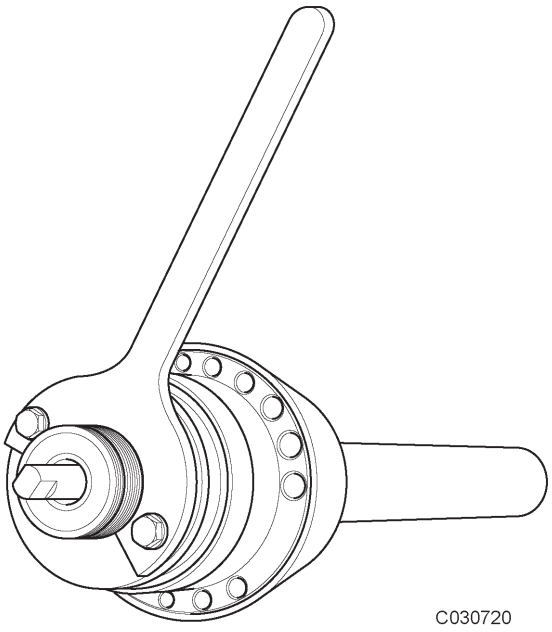

Fig 51.
4 Instale a Guia no pistão ⇒ ***Fig 51. (202)***. Solte o pistão e então o remova da haste do pistão.